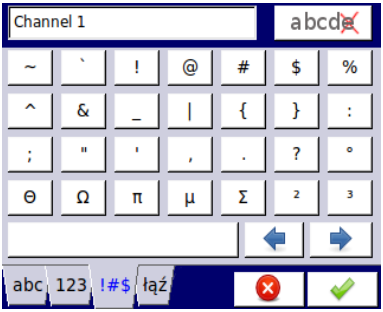

Rys. 7.3. Okno edycji tekstu – znaki specjalne
- znaki specjalne – **Rys. 7.3**,